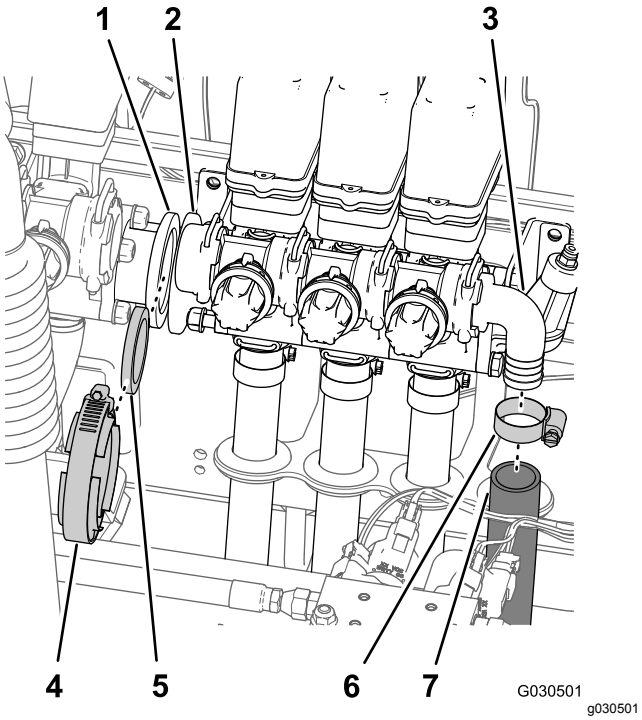

Figur 64
6. Fjern slangeklemmen som fester slangen (1 tommes indre diameter) til vinkelkoblingen med mothaker, og fjern slangen fra koblingen (Figur 64).
7. Fjern flensklemmen og pakningen som fester flensadapteren på risteventilen og flensadapteren på den venstre bomseksjonsventilen (Figur 64).